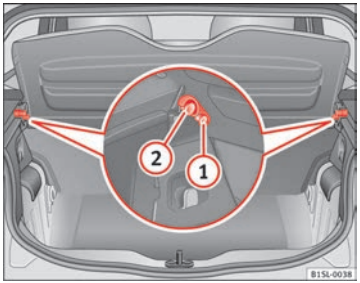

Fig. 68 In the luggage compartment: removing and installing the rear shelf.
Lift up the rear shelf and secure it into the side locks ⇒ fig. 68 (1). Check that it is correctly engaged. To lower the rear shelf, press it until it is released from the locks.